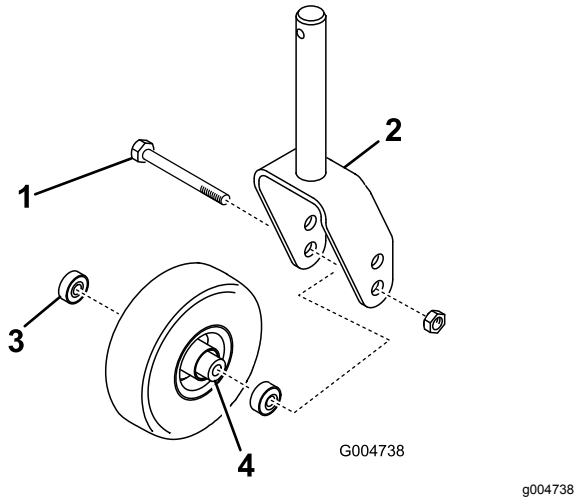
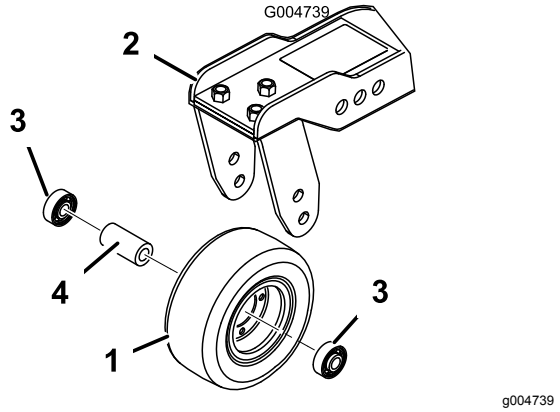

Figuur 107
Figuur 108
1. Verwijder de borgmoer van de bout waarmee de zwenkwielset is bevestigd in de zwenkwielvork (Figuur 107) of in de draaiarm van het zwenkwiel (Figuur 108). Pak het zwenkwiel vast en schuif de bout uit de vork of draaiarm.
2. Verwijder het lager uit de wielnaaf en laat het lager eruit vallen (Figuur 107 en Figuur 108). Verwijder het lager vanaf de andere kant van de wielnaaf.